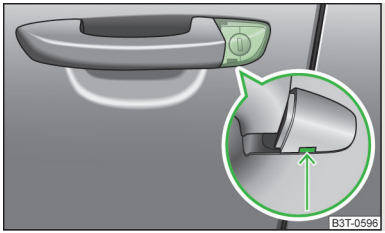

Fig. 191
- Push the vehicle key into the recess on the bottom side of the cover in the region of the arrow and fold it upwards » Fig. 191.